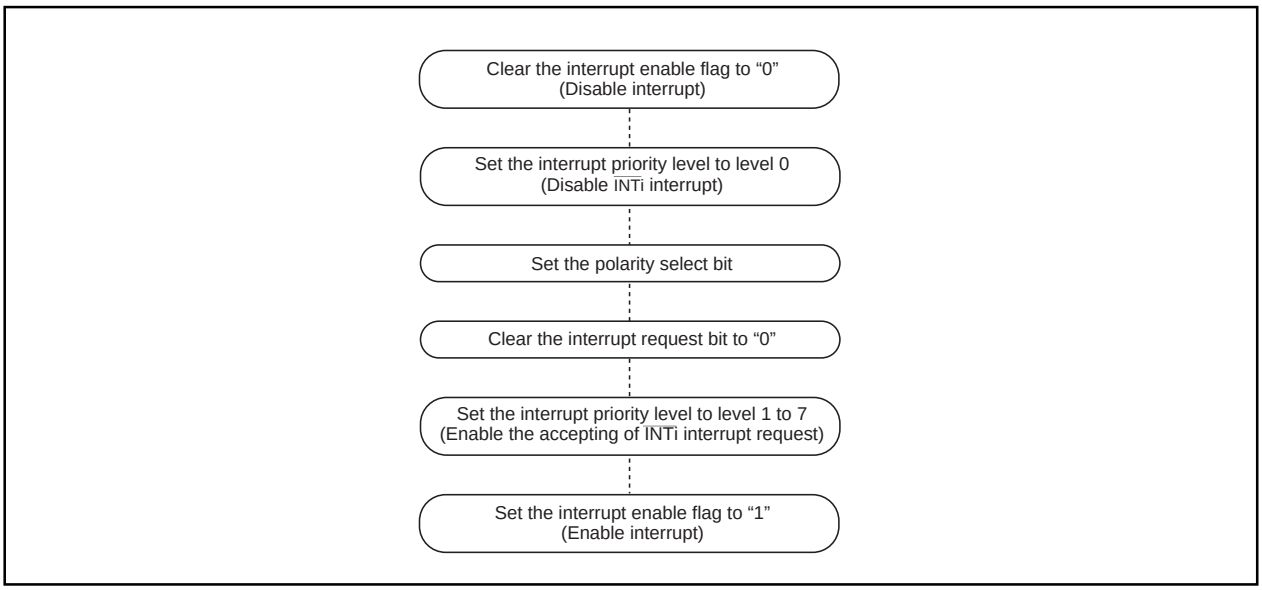

Figure 1.10.17. Switching condition of $\overline{\text{INT}}$ interrupt request
(3) The $\overline{NMI}$ interrupt
(4) External interrupt
- When the polarity of the $\overline{INT_0}$ to $\overline{INT_5}$ pins is changed, the interrupt request bit is sometimes set to "1". After changing the polarity, set the interrupt request bit to "0". Figure 1.10.17 shows the procedure for changing the $\overline{INT}$ interrupt generate factor.